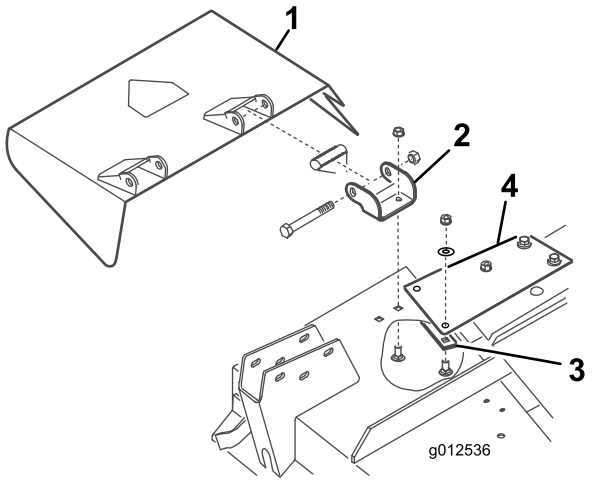

Figura 7
1. Retire las pernos, las contratuercas y los muelles que sujetan los soportes del deflector a los soportes de pivote (Figura 7). Retire el deflector.
2. Retire los pernos de cuello cuadrado y las tuercas con arandela prensada que sujetan los soportes de giro a su alojamiento (Figura 7). Retire los soportes de giro. Guarde las fijaciones para su uso futuro.
3. Retire los 2 pernos de cuello cuadrado, las arandelas planas y las contratuercas que sujetan la placa de refuerzo a la parte inferior del alojamiento y la placa de refuerzo a la parte superior del alojamiento (Figura 7).